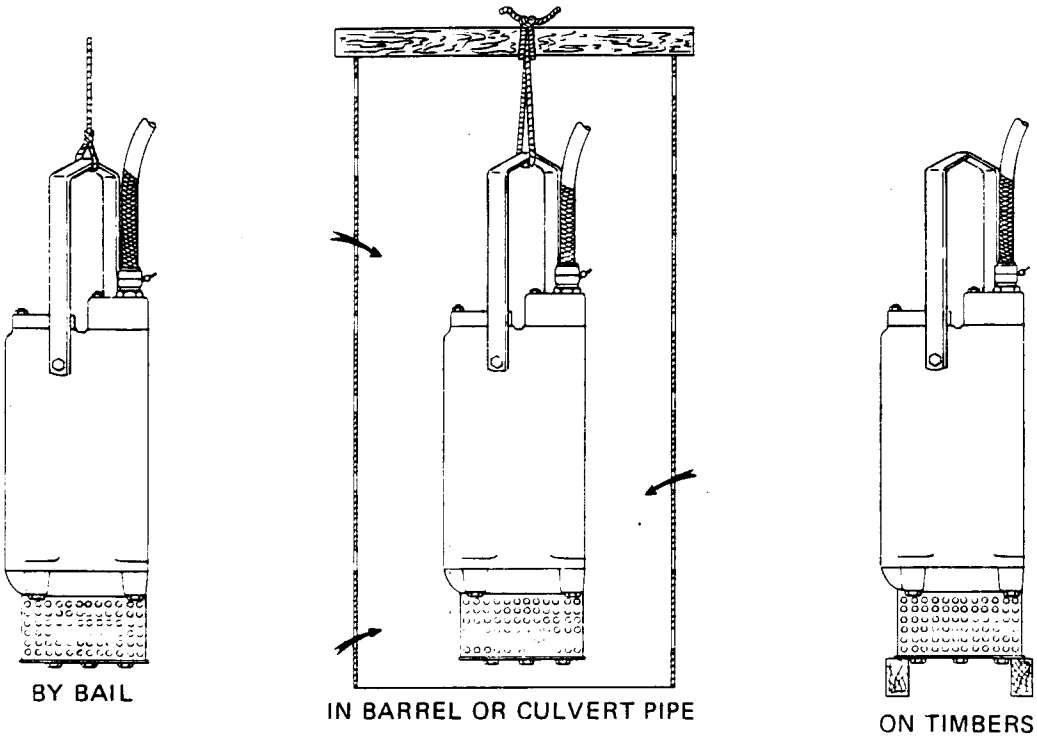

Figure 4. Pump Installation Methods
a. To install pump, use one of the methods shown in figure 4. The pump will operate if lying on its side but this method of operation is not recommended since the pump has a tendency to roll, winding up hose and cable. Suspend the pump from the handle, set it in a perforated barrel or metal culvert pipe, or rest it on timbers where heavy sludge- or debris-covered sump bottoms are encountered. Any solids small enough to pass through the strainer screen will be pumped without difficulty.